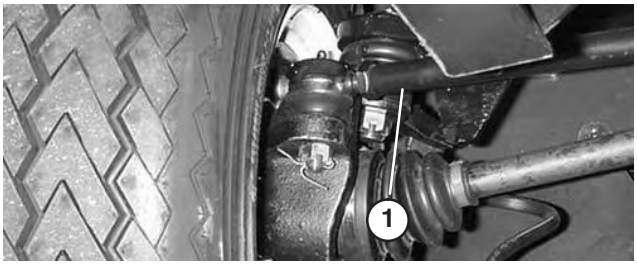

Figure 71
- Sur la roue avant droite, desserrez les écrous de blocage aux deux extrémités de la biellette (Fig. 71).